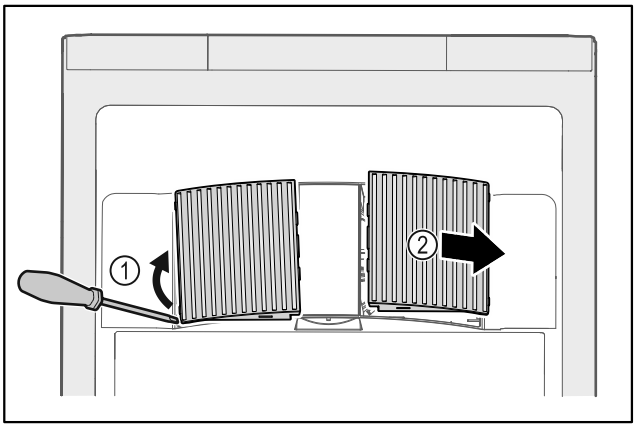

Fig. 105
▶ Abrir cuidadosamente las cubiertas del ventilador haciendo palanca por un lado *Fig. 105 (1)* y retirarlas hacia delante *Fig. 105 (2)*.